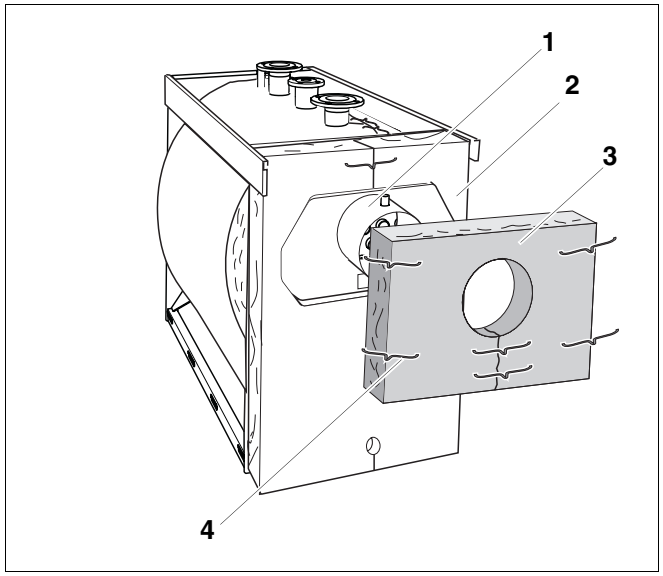

Fig. 25 Montaggio dell'isolamento termico del collettore fumi
- Spingere l'isolamento termico del collettore dei fumi (fig. 25, **pos. 3**) con l'intaglio sul tronchetto dei fumi (fig. 25, **pos. 1**).
- Fissare l'isolamento termico del collettore fumi (fig. 25, **pos. 3**) con le graffe (fig. 25, **pos. 4**) all'isolamento termico del blocco caldaia (fig. 25, **pos. 2**).